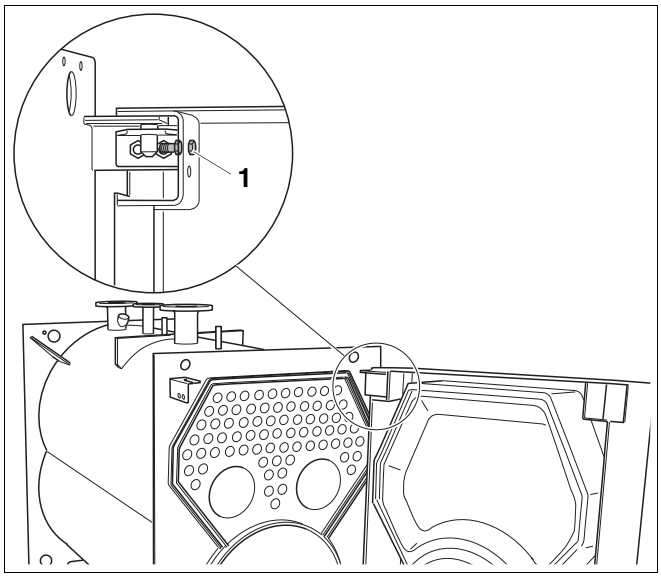

Rys. 9 Demontaż śruby zabezpieczającej
- Zdemontować śrubę zabezpieczającą (rys. 9, **poz. 1**) znajdującą się w górnej lewej zawiasie drzwiczek.
- Po otwarciu drzwiczek kotłowych zamontować śrubę zabezpieczającą w górnym otworze lewej zawiasy drzwiczek (zgodnie z rys. 9).